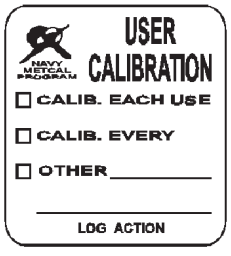

**Figure 13-16.—USER CALIBRATION label.**
**USER CALIBRATION**.—The user should calibrate some test/measuring equipments instead of referring the instruments to a calibration facility. For example, some instruments, such as hardness testers and densitometers, are provided with their own standards and should be calibrated each time they are used or at least on a frequent basis. Instruments, such as oscillographic recorders, may require calibration before, during, and after each use. Some automatic instruments have self-calibration tests that should be performed each time they are used. Still other instruments may require calibration as part of check-out procedures performed daily or weekly. These calibrations should be recorded in maintenance logs. Whenever recognized, the requirement for calibration by the user and the calibration interval are indicated in the METRL. The USER CALIBRATION label (fig. 13-16, black lettering with a white